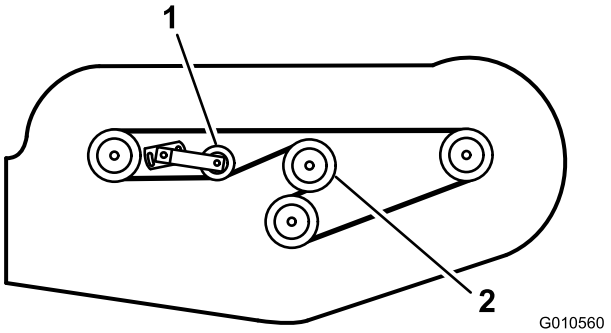

Figuur 29
5. Bevestig de nieuwe riem rond de poelie van de tandwielkast, de spanpoelies, de stationairpoelie en de verstelbare spanpoelie (Figuur 29).